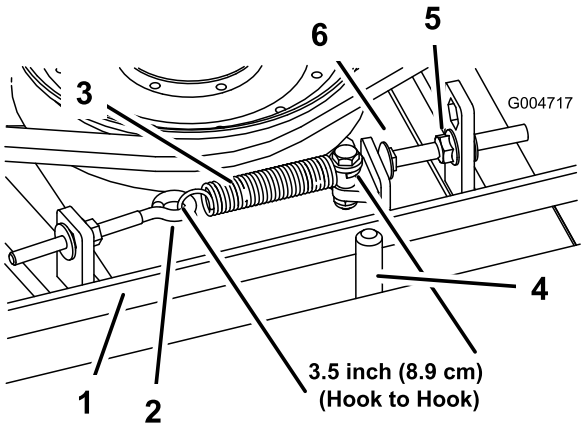

Figuur 101
Als de juiste spanning verkregen is, moet de binnenmeting van de trekveer (haak tot haak) ongeveer 8,3 cm tot 9,5 cm bedragen. Als de veer de juiste spanning heeft, moet u de aanslagbout (slotbout) afstellen totdat de afstand tussen de kop van de bout en de arm van de spanpoelie ongeveer 2 tot 5 mm is (Figuur 101).
Opmerking: Plaats de riem aan de kant van de riemgeleider die naar de veer is gekeerd (Figuur 101).
2. Draai de oogbout los om de trekveer te kunnen verwijderen (Figuur 101).
3. Maak de flensmoer los waarmee de aanslagbout aan het lipje is bevestigd en trek de spanpoelie weg van de riem om de riem te ontspannen (Figuur 101).
9. Bevestig de trekveer (Figuur 101) aan de oogbout en span de riem als volgt: